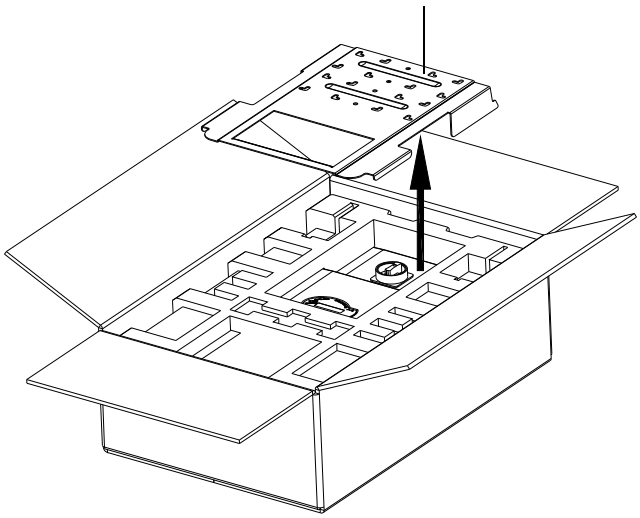

Fig 2.2.3 Unpacking the mounting bracket
- After taking the inverter out of the cardboard box, you will find the bracket in the bag behind the heat sink. The bracket needs to be picked up from the inverter as shown in the figure 2.2.3 below.